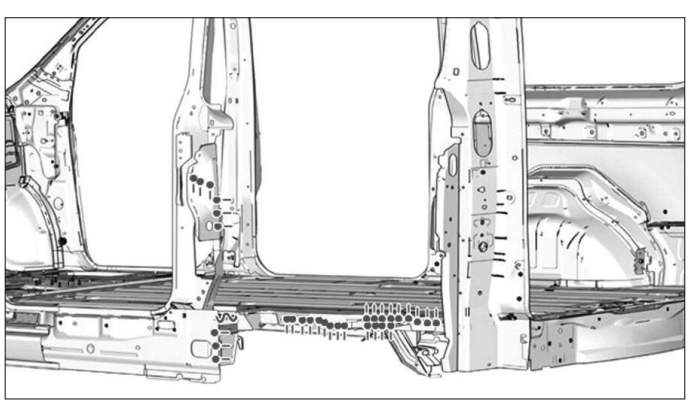

FIG. 102
- Préparer les bords d'accostage et les protéger par un apprêt soudable **(Fig.102)**